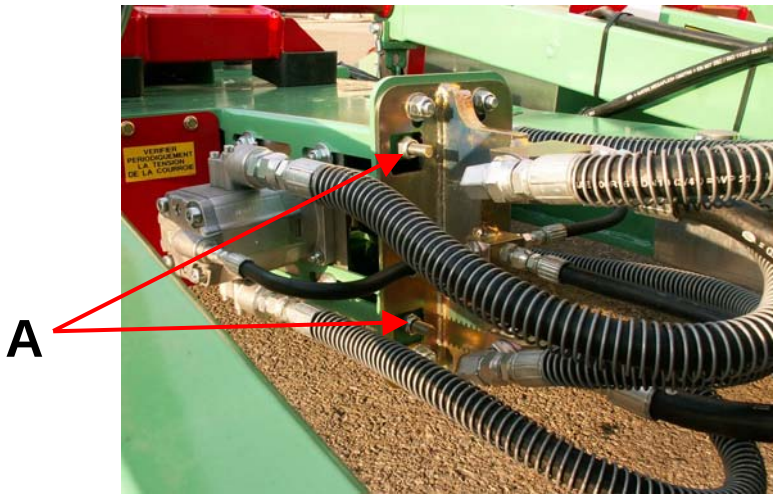

Figure 12
- Si la courroie n'est pas assez tendue, dévissez les 2 écrous tendeur (repère A, figure 12).
- Si la courroie est trop tendue, vissez les 2 écrous tendeur (repère A, figure 12).